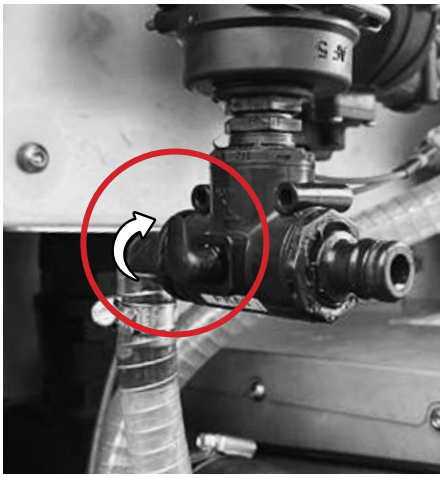

Bild 1.
- Drehen Sie das 3-Wege-Ventil (siehe Bild 1) auf, um das System dazu zu bringen, die Flüssigkeit aus Ihrem angeschlossenen Schlauch anstelle der Salzlösung im Streuer zu verwenden.